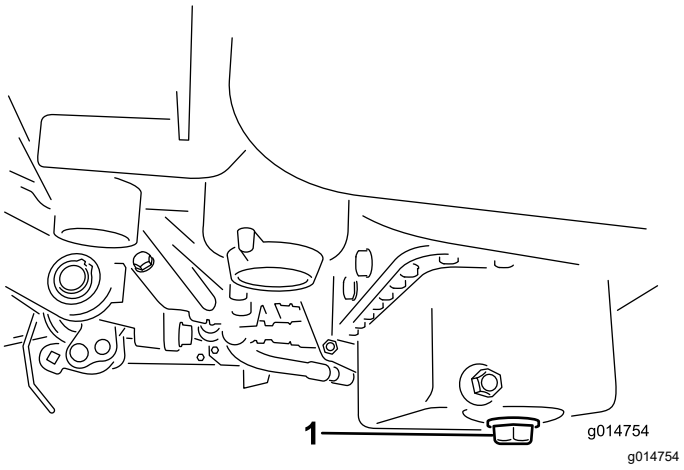

Figur 31
1. Ta bort avtappningspluggen och låt oljan rinna ned i ett kärl. Sätt tillbaka avtappningspluggen när oljan har slutat rinna (Figur 31).